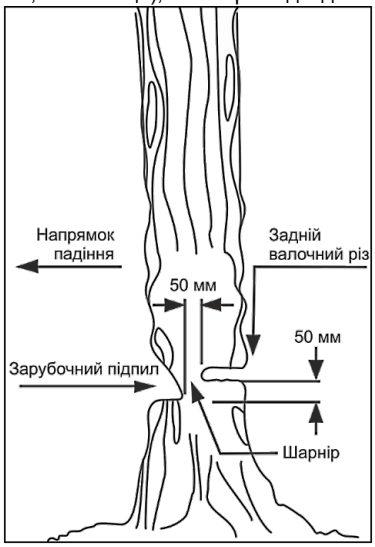

Рисунок 6
4.3.2 Зарубочний підпил (дивіться рисунок 6)
4.3.3 Задній валочний різ (дивіться рисунок 6)